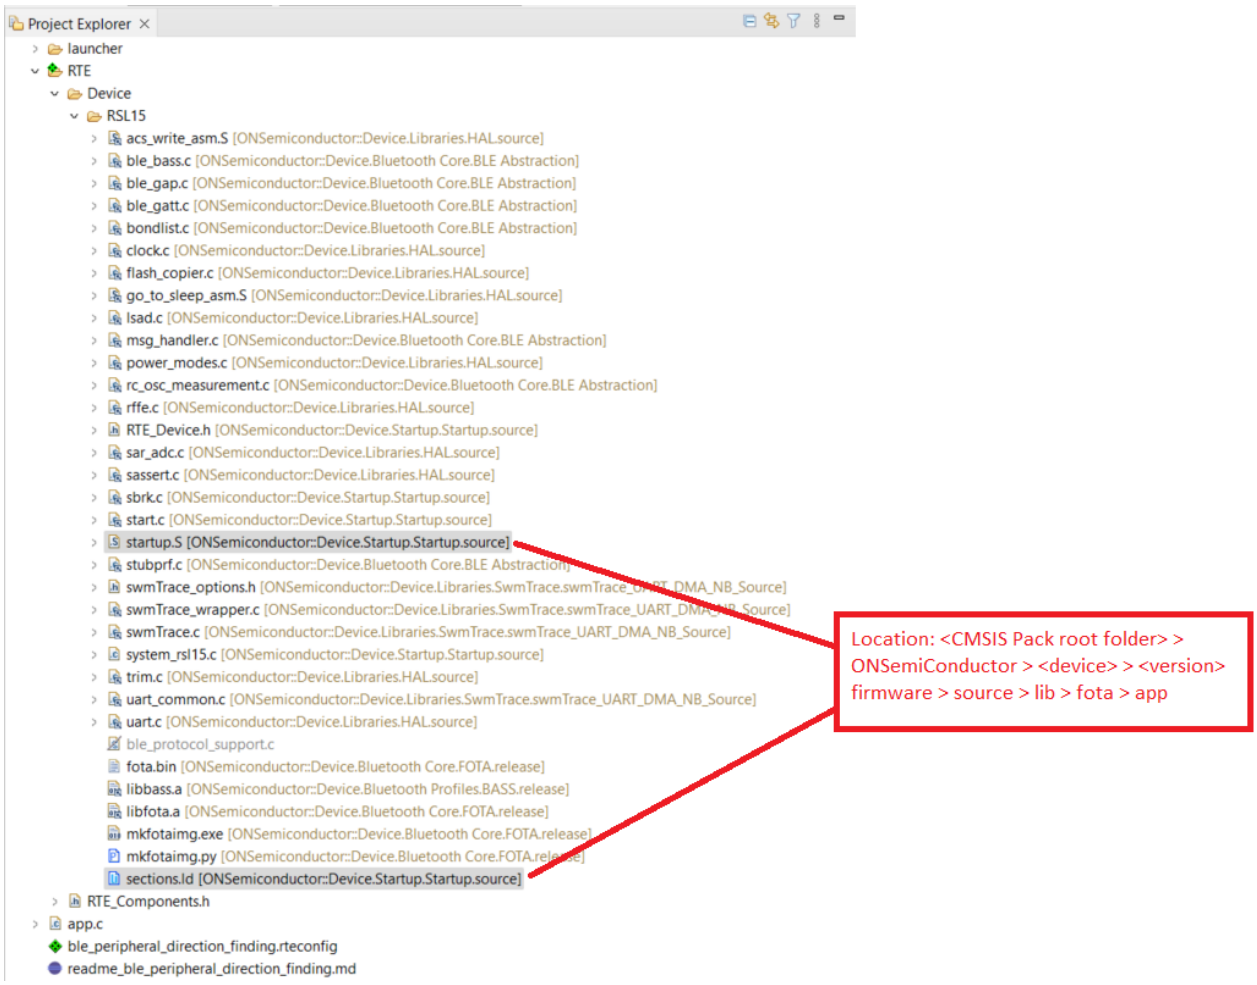

**Figure 17. Replacing the sections.ld and startup.S Files**
6. Replace your linker script *sections.ld* file with the one that contains the FOTA placement, and also replace your *startup.S* file, as shown in the "Replacing the sections.ld and startup.S Files" figure (Figure 17). The new linker script and *startup.S* file can be copied from *ble_peripheral_server_fota*, or directly from the CMSIS-Pack root folder as follows: